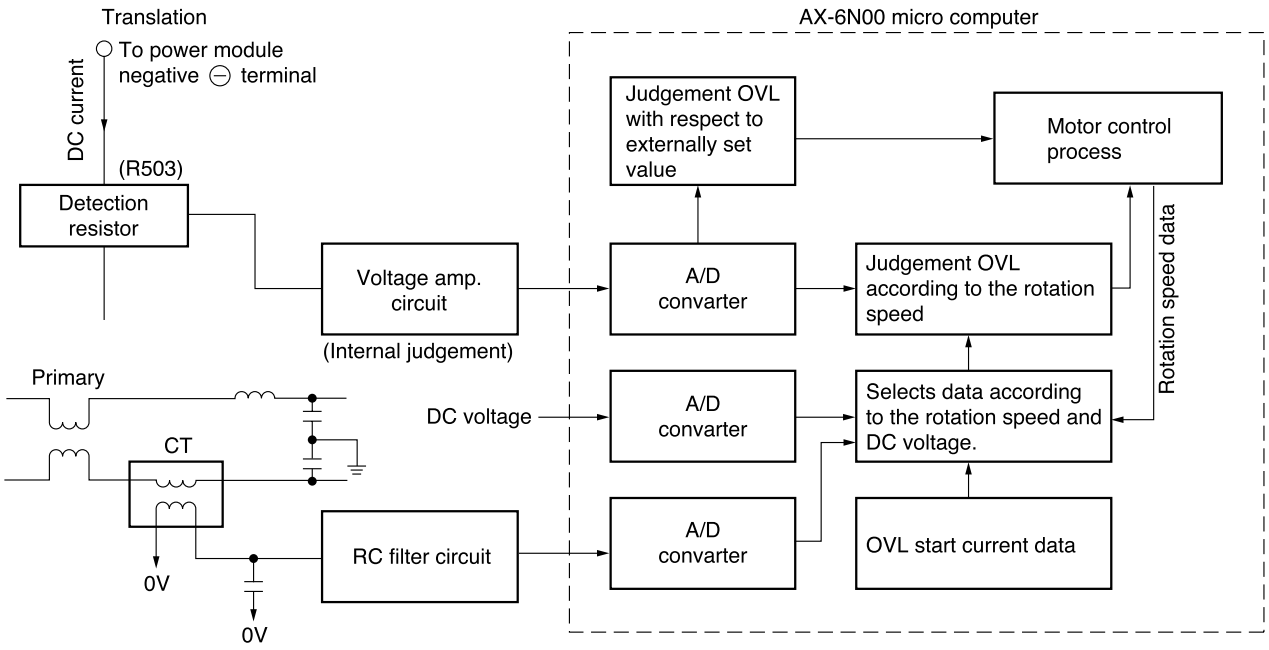
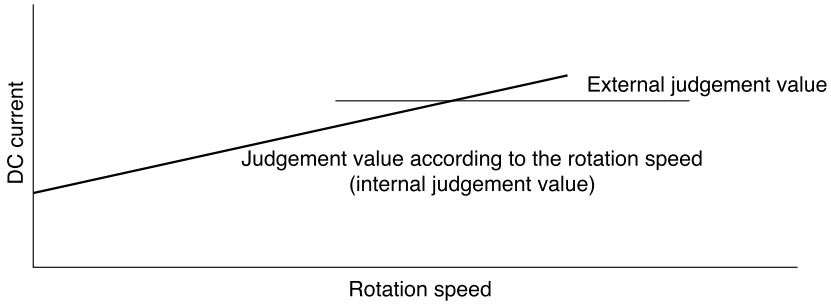

Fig. 5-1 Overload Control System Configuration
Fig. 5-2
- Fig. 5-1 shows the overload control system configuration and Fig. 5-2 is a characteristic diagram of overload judgement values. There are two judgement methods-external judgement which mompares the externally set value with the DC current value regardless of the rotation speed and internal judgement which compares the set value that according to the rotation speed programmed in the micro computer software with the DC current value.